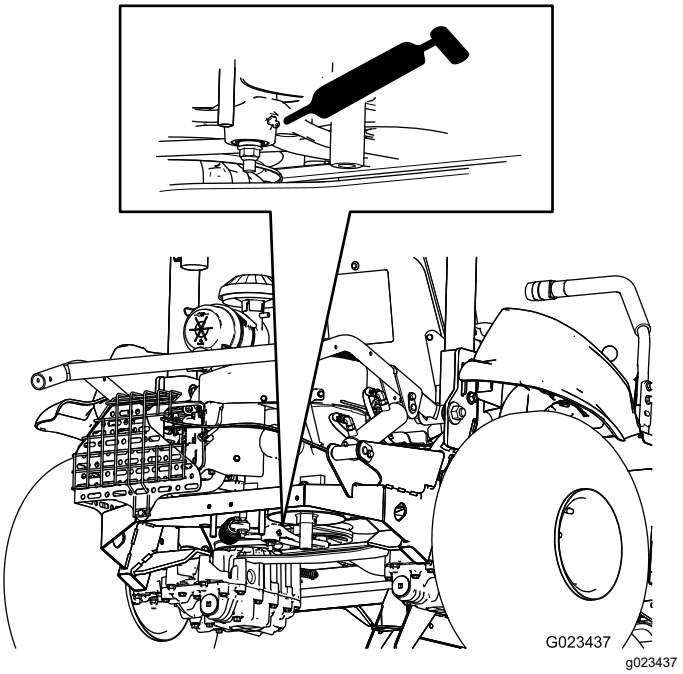

Rysunek 35
- Napinacz paska (1) — Rysunek 35